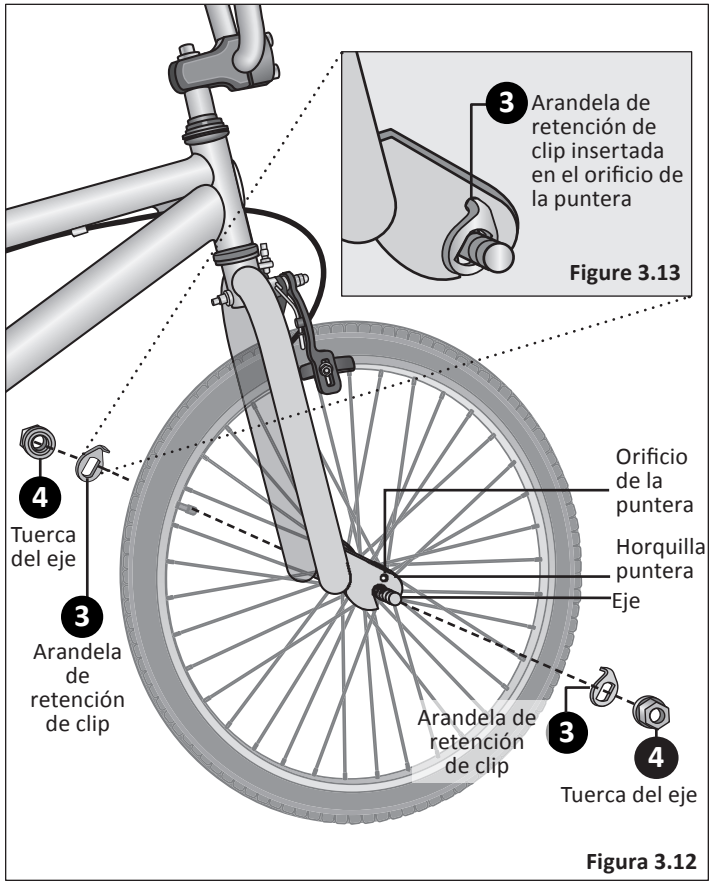

Figura 3.12
2. Posicione la rueda delantera entre las patas de la horquilla delantera con el eje descansando dentro de la puntera de la horquilla. **Figura 3.12**